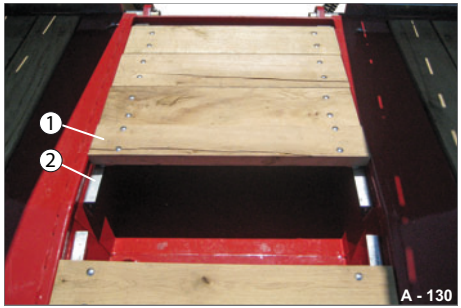

Abb. 121 Baggerstiel-Mulde verschließen
- ▶ Legen Sie die Holzbohlen (Abb. 121/1) nacheinander in richtiger Reihenfolge auf die Auflage-Blechwinkel (Abb. 121/2) auf.